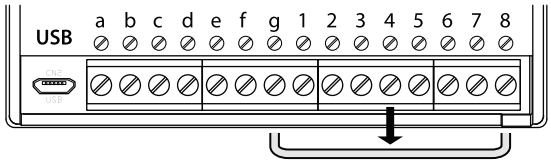

Fig. 65
4. After the 4th beep remove the short, as shown in **Fig.65**.